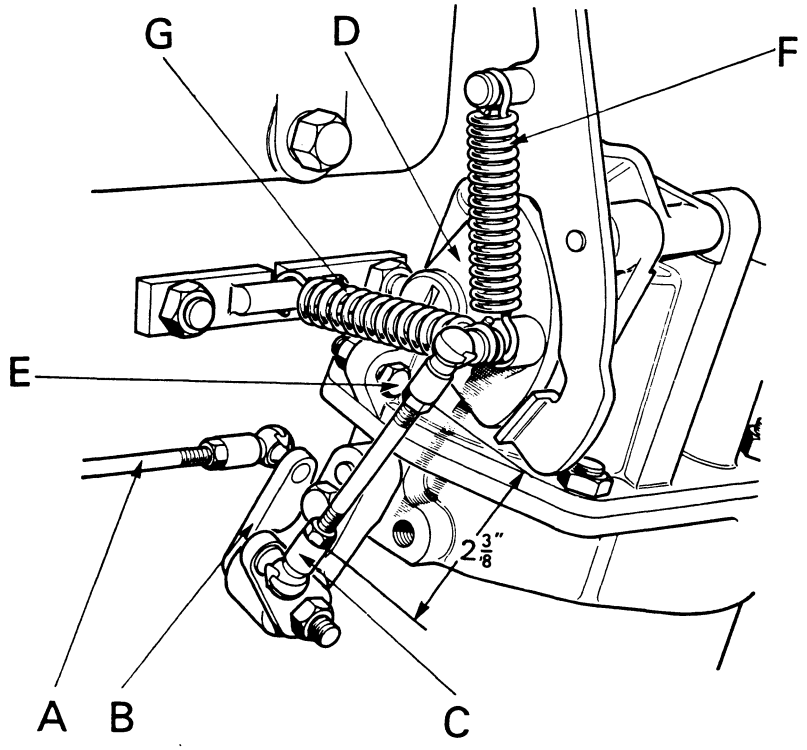

Figure 42.
3. Remove the short rod connecting relay lever to cam plate. Measure length of the rod and set it to the length shown in Fig. 42. Smear ball cups with grease then refit rod.